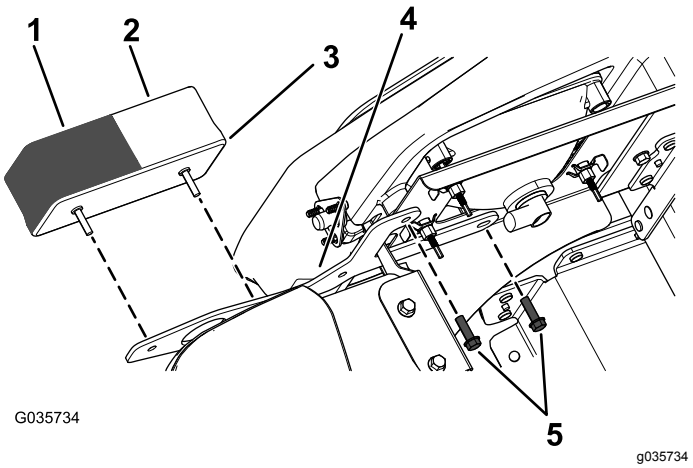

Figur 2
3. Monter det nye fremre posisjons-/blinklyset til braketten med de to skruene du fjernet tidligere (Figur 2).
Merk: Påse at den gjennomsiktige linsen (posisjonslys) er plassert på innsiden og den gule linsen (blinklys) er plassert på utsiden (Figur 2).